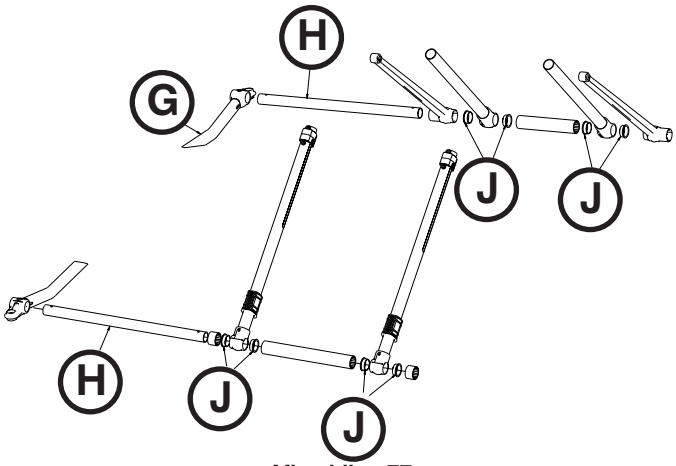

Afbeelding 77
6. Verwijder het buitenste buislasstuk van het onderstel (G) aan de beschadigde zijde. Laat het buislasstuk aan de andere zijde zitten om het X-frame te ondersteunen (Afbeelding 77).
7. Schuif de voetbuizen van het onderstel (H) door de poten van het X-frame om het X-frame losser te zetten (Afbeelding 77).
8. Verwijder de binnenbuis en bewaar de bussen (J) voor hergebruik met de nieuwe buis (Afbeelding 77).